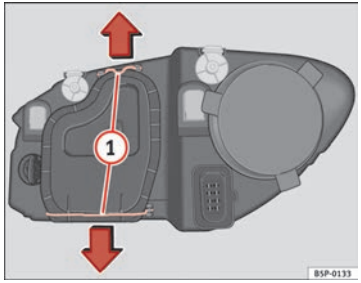

Fig. 188 Dipped beam headlights
– Remove the loops ⇒ fig. 188 (1) in the direction of the arrow and remove the cover. ▶